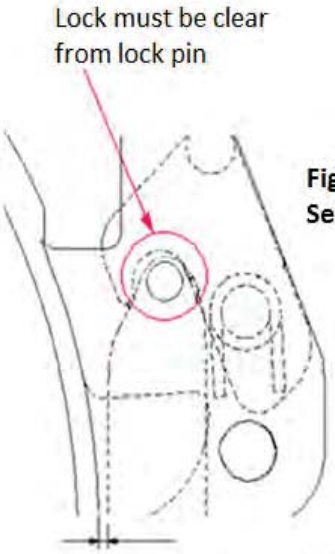

Fig 2
3.5	Check that latch is free from the door (see fig 2)
3.6	Latch lock hook is free from the lock pin when the elevator is wedged (see fig 2)